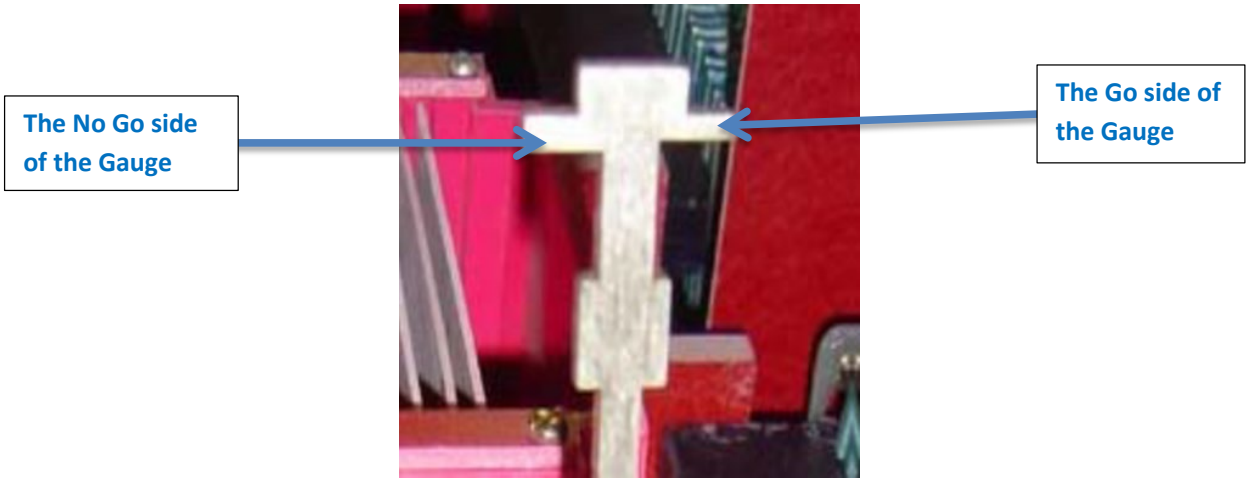

Figure 7 – The Go / No Go Gauge
4. Slide the **Go** side of the gauge to ensure the minimum gap exists. It should fit into the gap without a lot of additional clearance. See Figure 7.
5. Use the **No Go** side of the gauge to ensure the gap is not too large. See Figure 7.